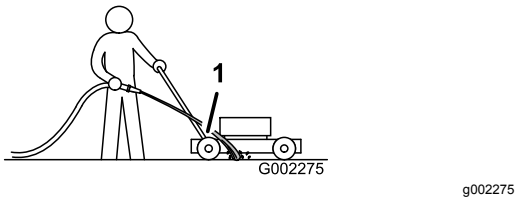

Figuur 20
3. Houd een tuinslang ter hoogte van de handgreep en richt de waterstraal op de grond, net vóór het rechter achterwiel (Figuur 20).